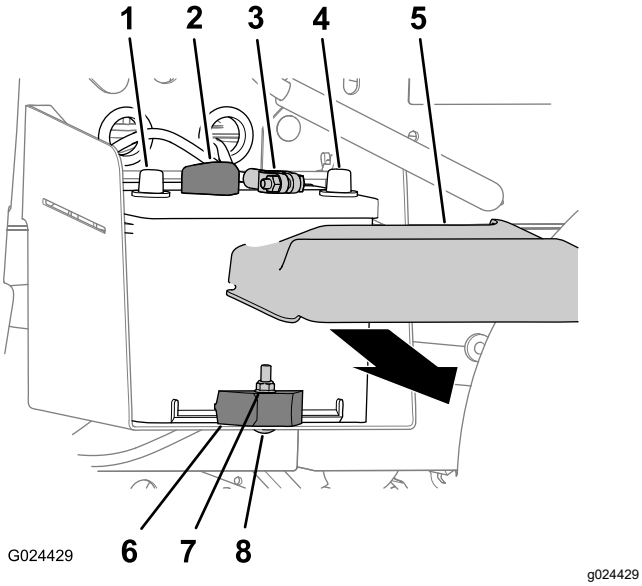

Figur 49
1. Kläm på batterikåpans sidor och ta bort kåpan ovanpå batteriet (Figur 49).
2. Ta bort batteriets minuskabel från batteriuttaget (Figur 49).
3. Koppla bort batteriets pluskabel från batteriet (Figur 49).
2. Ta bort låsmuttern, vagnskruven och batteriklämman som fäster batteriet vid batterilådan (Figur 49).
3. Ta ut batteriet ur batterilådan (Figur 49).
1. Rikta in batteriet efter maskinens batterilåda (Figur 49).
Obs: Kontrollera att batteriets plus- och minuspoler har riktats in enligt Figur 49.
2. Fäst batteriet vid batterilådan med batteriklämman, vagnskruven och låsmuttern (Figur 49).
1. Anslut den positiva batterikabeln till batteriet (Figur 49).
2. Anslut den negativa batterikabeln till batteriet (Figur 49).
3. Montera batterikåpan på batteriet (Figur 49).